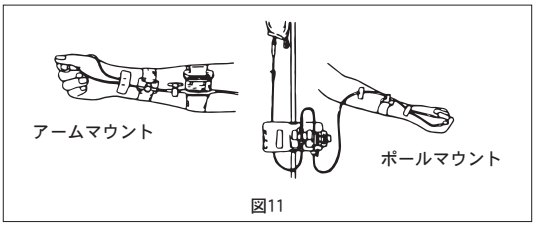

図11
(8)医療機関の規定に従いリザーバーを患者の腕または、適切なクランプとホルダーを用いてIVポールにセットします（図11）。